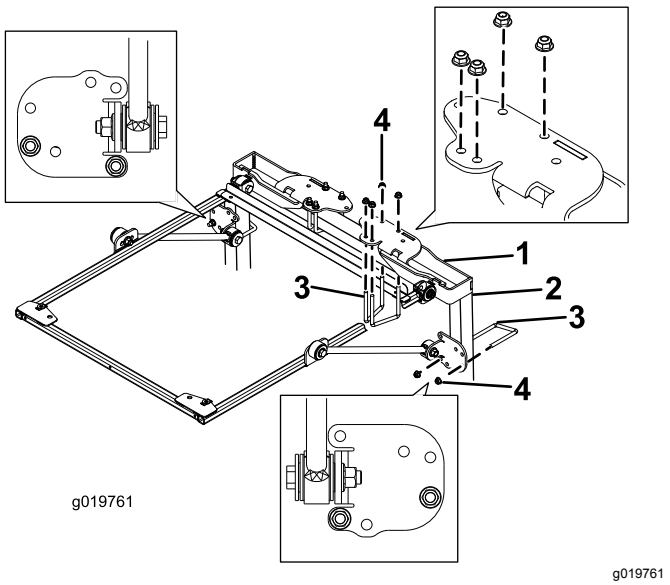

Bild 3
4. Befestigen Sie die Befestigungshalterungen des Überrollschutzes an der Oberseite des Überrollbügels der Zugmaschine (Bild 3).
5. Befestigen Sie jede Befestigungshalterung des Überrollschutzes mit zwei U-Bügeln (4") und vier Bundmuttern in den in Bild 3 abgebildeten Befestigungslöchern an der Oberseite des Überrollbügels.
6. Befestigen Sie jede Strebenhalterung lose mit einem U-Bügel (4") und zwei Bundmuttern in den in Bild 3 abgebildeten Befestigungslöchern an den Streben des Überrollbügels.